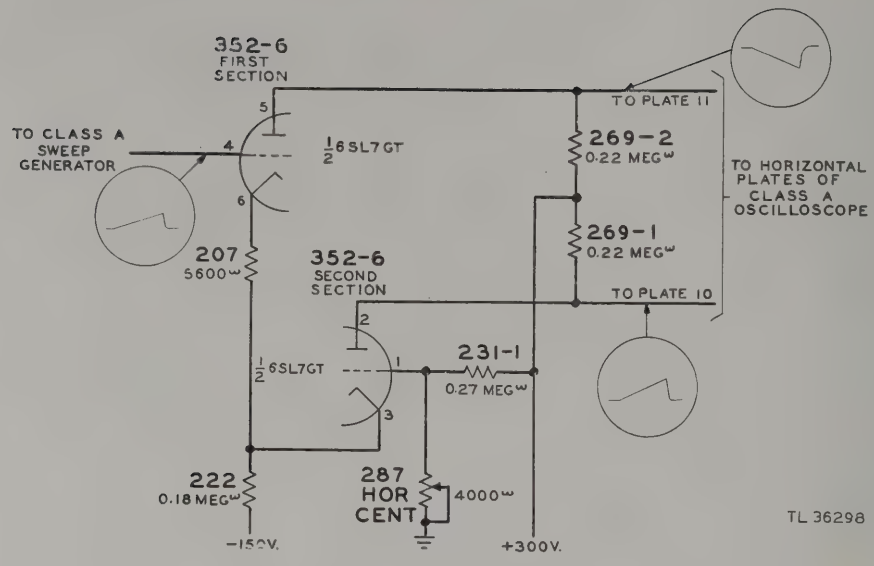

Figure 53. Class A sweep amplifier circuit, simplified schematic diagram.
e. Sweep Amplifiers. (1) The sweep amplifiers amplify the sweep voltages to values suitable for the two oscilloscopes. The two amplifiers are not similar because of the different characteristics of the two oscilloscopes.
(2) In the Class A sweep amplifier circuit shown in figure 53, tube 352-6 is used as a cathode phase-inverter amplifier. As the sweep voltage applied to grid 4 increases, the voltage at plate 5 decreases, but the voltages at cathodes 6 and 3 increase. The voltage at plate 2 is 180 degrees out of phase with that at plate 5 because grid 1 is held at a fixed potential while the input is applied to cathode 3. With increasing cathode potential the current through the second section of the tube decreases and the voltage at plate 2 increases. The decreasing voltage at plate 5 and the increasing voltage at plate 2 are taken to the two horizontal deflecting plates of the Class A oscilloscope and cause the beam of that oscilloscope to deflect during the sweep time. The potential on grid 1 may be adjusted by potentiometer 287 (HOR CENT) which changes the voltages at plates 5 and 2, thus changing the horizontal position of the trace on the oscilloscope.